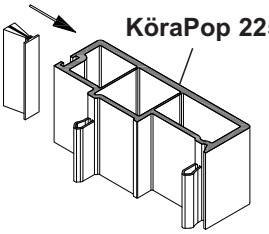

Abb. 2 Bürstendichtung G075 einsetzen + Kleber auftragen
- Vor dem Anbringen der Abdeckkappen **M594** wird die Bürstendichtung **G075** in die Flügelabdeckung eingezogen und an den Enden mit Kleber **KöraPop 225** oder alternativ mit **C009** fixiert (Abb. 2).
- Die Klebelaschen der Abdeckkappe **M594** und beide Stirnseiten 76649 mit Kleber **KöraPop 225** oder alternativ mit **C009** bestreichen und mit der Flügelabdeckung **76649** verkleben (Abb. 2 + 3).